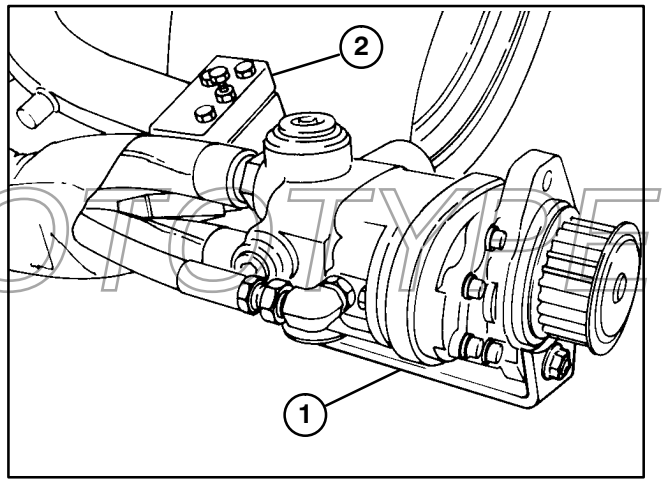

Figure 7
1. Remove capscrews and locknuts securing cutting unit drive motors to shipping brackets (Fig. 7 & 8).